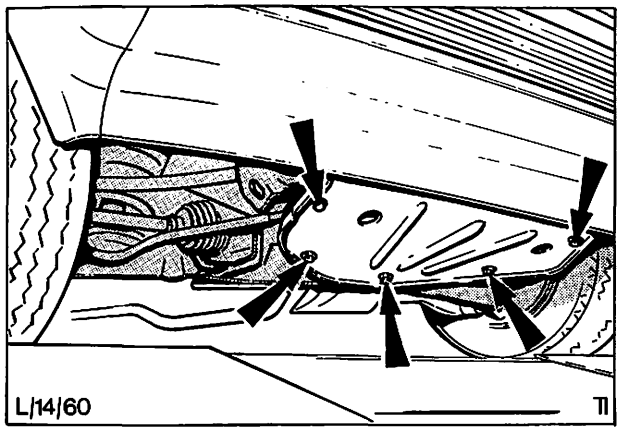

Abb. 6 Unteres Motor-Spritzblech
6. Seitliche Spritzbleche aushängen, Schrauben entfernen, unteres Motor-Spritzblech ausbauen, Abb. 6. Bremsschläuche von Bremssätteln lösen.